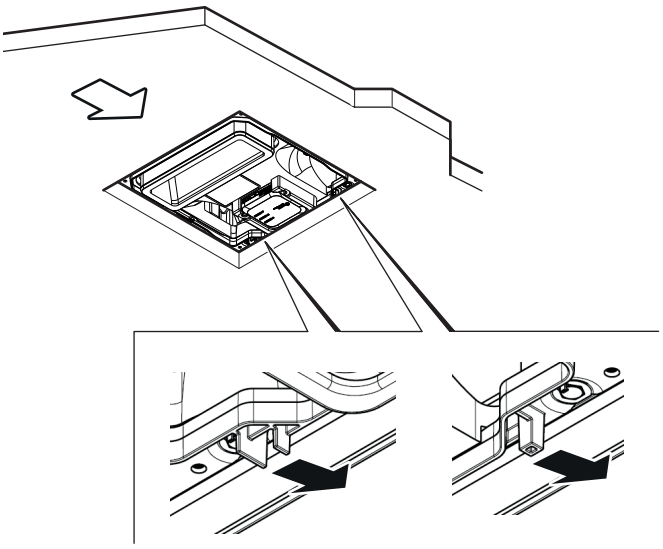

Fig. 11
► Use the two positioning lugs on the external unit as a front stop for alignment (Fig. 11). The external unit must then be moved back so that the screw holes for the mounting frame are accessible.